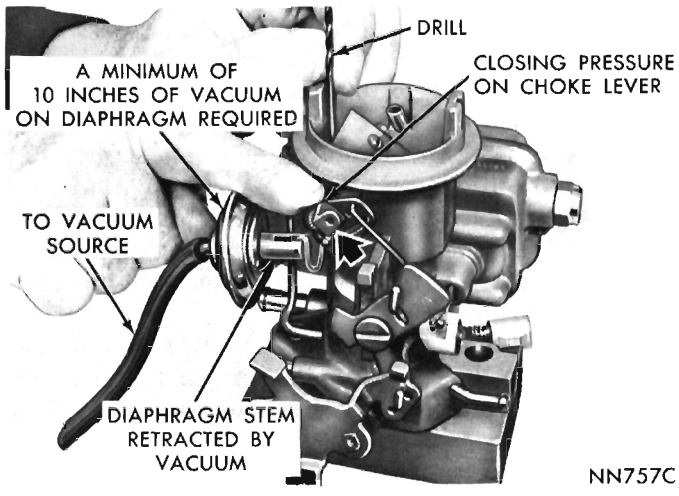

Fig. 11—Checking Choke Vacuum Kick Setting
(1) If adjustment is to be made with engine running, back off fast idle speed screw until choke can be closed to the kick position with engine at curb idle. (Note number of screw turns required so that fast idle can be returned to original adjustment). If an auxiliary vacuum source is to be used, open throttle valve (engine not running) and move choke to closed position. Release throttle first, then release choke.
(2) When using an auxiliary vacuum source, disconnect vacuum hose from carburetor and connect it to hose from vacuum supply with a small length of tube to act as a fitting. Removal of hose from diaphragm may require forces which damage the system. Apply a vacuum of 10 or more inches of mercury.
(3) Insert specified drill (refer to Specifications) between choke valve and wall of air horn (Fig. 11). Apply sufficient closing pressure on lever to which choke rod attaches to provide a minimum choke valve open-